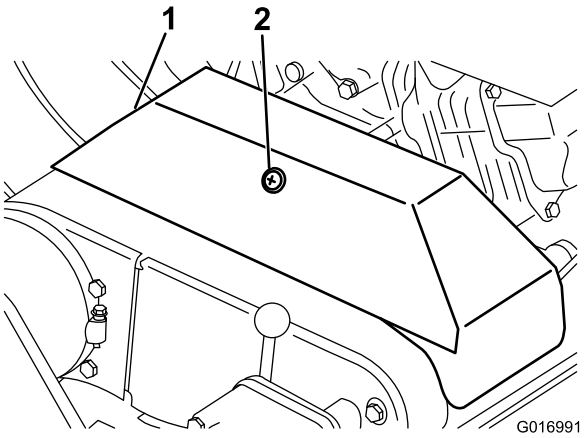

Rysunek 39
2. Poluzuj element ustalający mocujący pokrywę paska klinowego i otwórz pokrywę poprzez jej obrócenie (Rysunek 39).